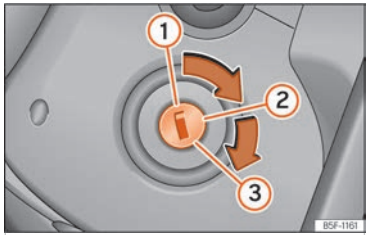

Fig. 85 Cerradura de encendido
- Gire la llave a la posición ››› fig. 85 ②.
- Siga girando la llave a la posición ››› fig. 85 ③ sin pisar el acelerador.
- Una vez se ponga el motor en marcha, suelte la llave. Al soltarla, la llave vuelve a la posición ②.
- *Vehículos con cerradura de encendido*: Gire la llave hasta la posición ››› fig. 85 ①.
- *Vehículos con pulsador de arranque*: Presione brevemente el pulsador de arranque ››› fig. 85.